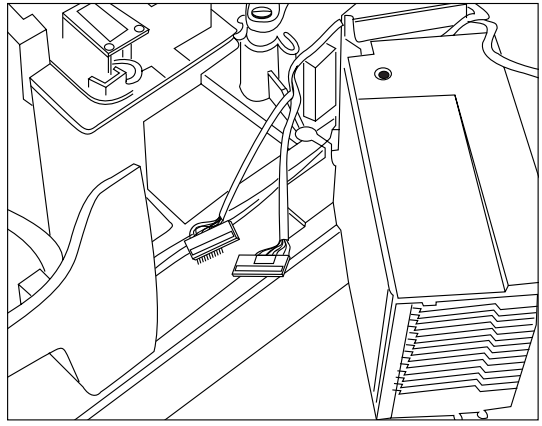

Figure 3-14. Card Cage
5. Loosen the screw on the base of the cash register near the bottom left side of the card cage. Swing the card cage open by pulling on the left side. See *Figure 3-14*.